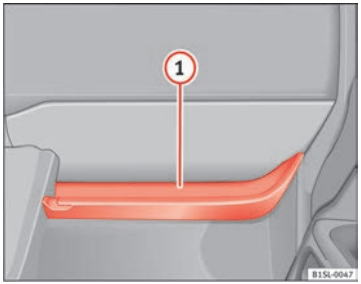

Fig. 76 Open storage compartment on the passenger side
In the open storage compartment there is a hook for bags ⇒ Fig. 76 ①.